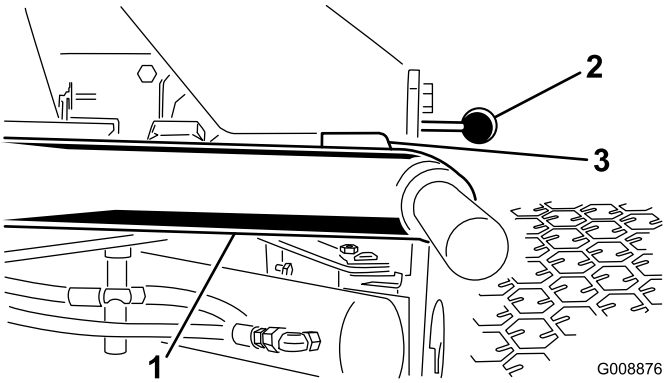

Figur 25
1. Starta motorn, höj lyftarmarna och kontrollera att spelet mellan varje lyftarm och golvplattans fäste är 5–8 mm (Figur 25).